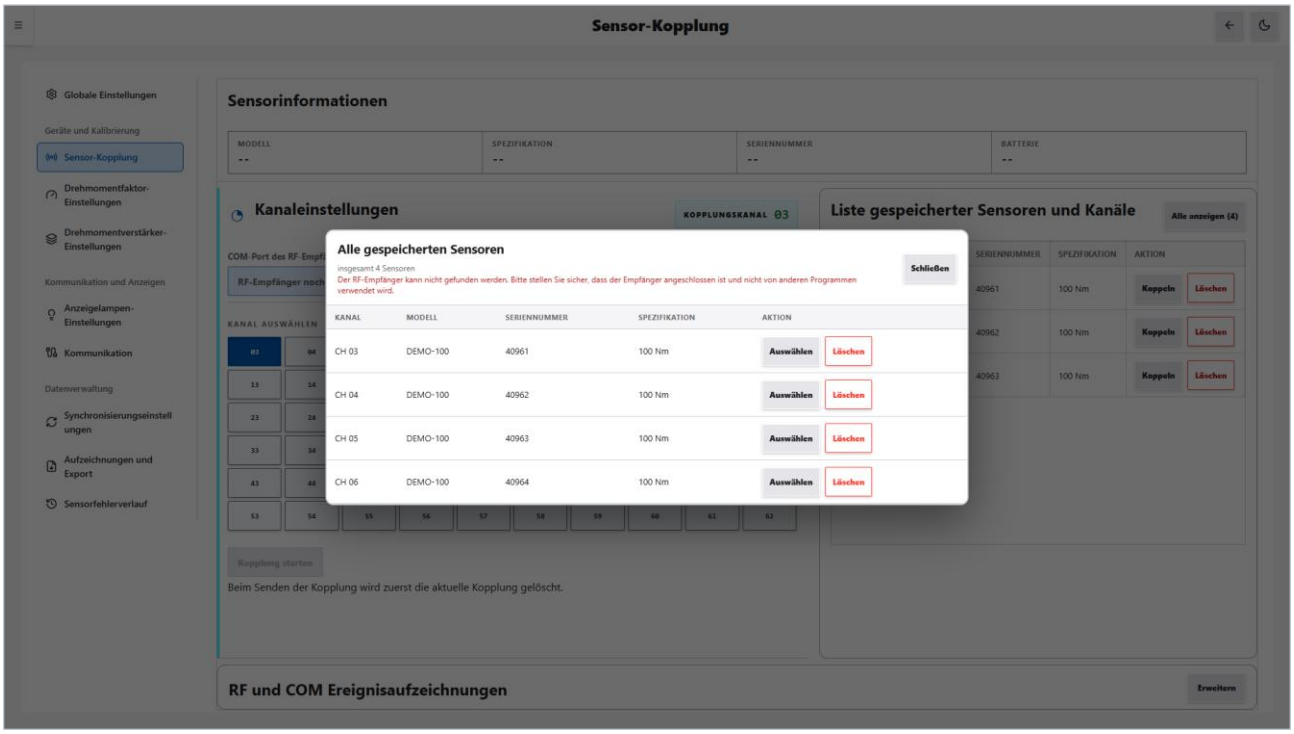

Abbildung 12-7 Fenster Alle gespeicherten Sensoren
„Liste gespeicherter Sensoren und Kanäle“	Listet bis zu 3 Einträge, aufsteigend nach Kanal sortiert; jede Zeile hat „Koppeln“ und „Löschen“. Bei mehr als 3 erscheint oben rechts „Alle anzeigen (N)“ (Abbildung 12-7).